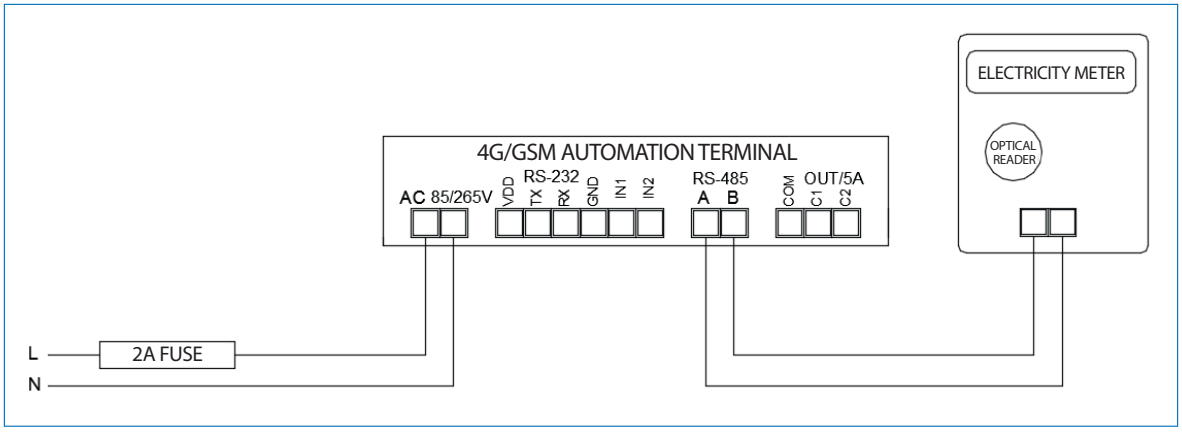

Figure 3.3
b. Electric Meter / RS-232: (Figure 3.3)